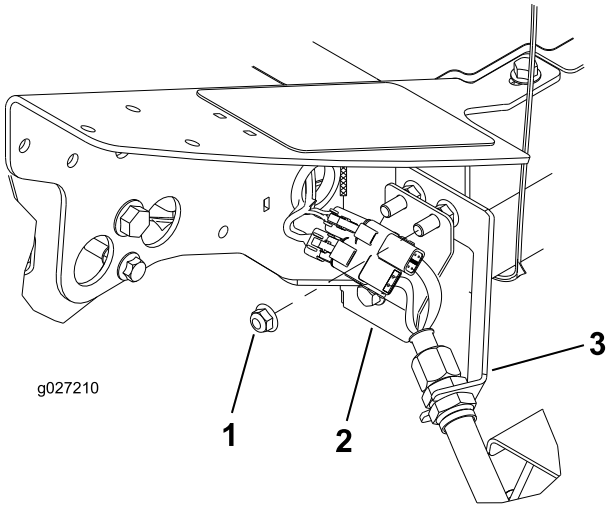

**Figur 11**
1. Fjern den ekstra flangehovedmøtrik på bolten, der fastgør skotbeslaget til maskinen, i øverste venstre hjørne af rammen (4. klippeenhedsplacering) (Figur 11).
3. Sæt mellempladen på skottets monteringsbolte med ledningerne placeret som vist i Figur 11.